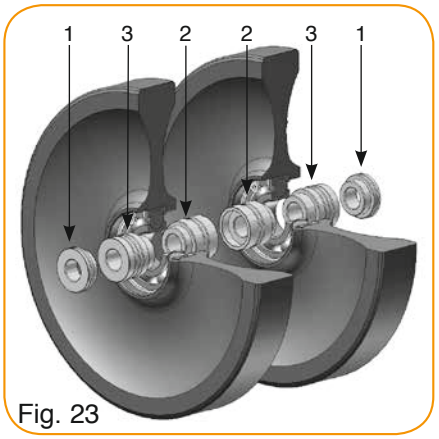

Fig. 23
- Montage version C : roue largeur 29mm en double ligne, interligne 50mm (fig. 23).
- Version C assembly : 29mm wide wheel in double line, inter line 50mm (fig. 23).
- Montage Version C: Rad Breite 29mm in verdoppelt Linie, Zwischenraum 50mm (Abb. 23).
- Montaje versión C : rueda anchura 29mm en doble línea, interlínea 50mm (fig. 23).